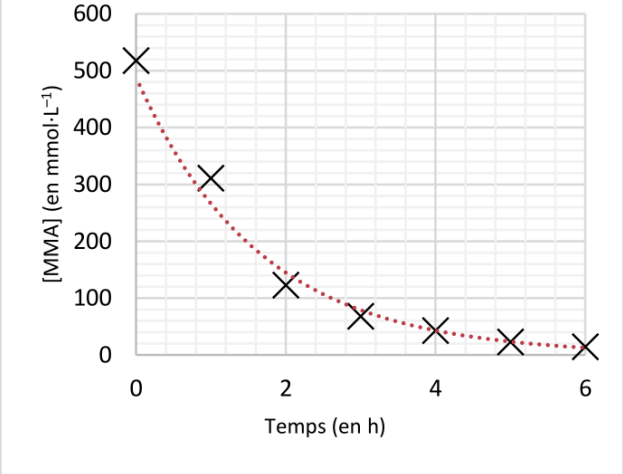

Figure 3. Graphique représentant [MMA] = f(t)
3.3. Déterminer le temps de demi-réaction $t_{½}$ de la polymérisation du MMA à l'aide de la figure 3. Commenter.
3.4. À l'aide de la figure 3, estimer en explicitant la méthode, la valeur de la vitesse de disparition v_p de MMA à l'instant initial.